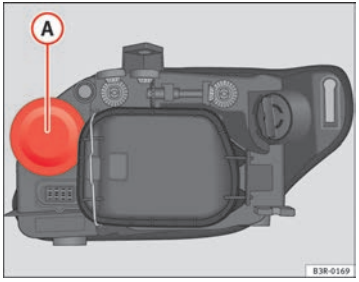

Fig. 208 Main beam headlights
- Pull up on the rubber cover (A) ⇒ fig. 208 to remove it.